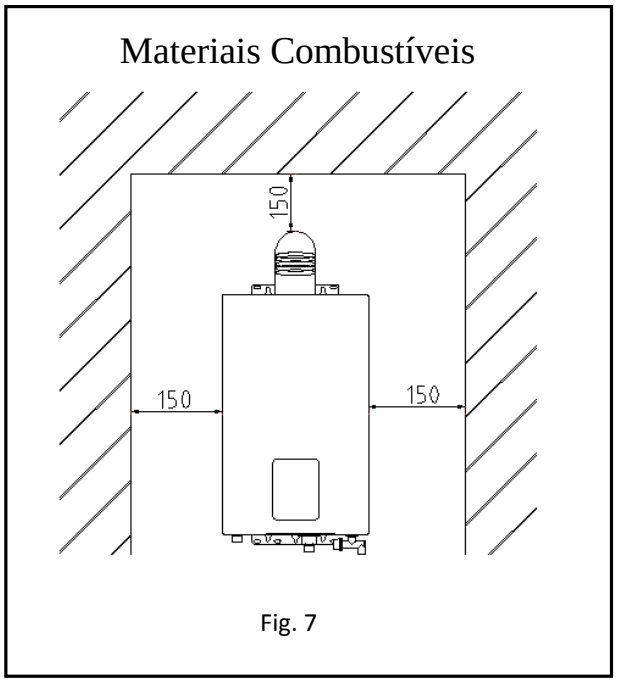

Fig. 7
• O aquecedor de água a gás deve ser mantido afastado de materiais combustíveis à distância mínima mostrada na Fig.7.
(4) A distância entre a conduta de evacuação e os materiais combustíveis deve ser superior a 150mm. Se a conduta de evacuação necessita de atravessar materiais combustíveis ou parede, é necessário usar material resistente ao calor para envolver a conduta de evacuação com uma espessura superior a 20mm.（Consultar a Fig. 7）
(5) Não deve haver cimento entre a conduta de evacuação e a parede, isto facilita a manutenção.
(6) A conduta de evacuação deve estar bem fixada. Na parte de conexão é possível usar folha de alumínio adesiva para evitar que o gás residual regresse ao ambiente interno.
(2) O comprimento da conduta de evacuação deve ser inferior a 3 m e o número de cotovelos não ser superior a 3 (um cotovelo para cada 1m de tubo reto).
(3) A distância entre a conduta de evacuação e os materiais combustíveis deve ser superior a 150mm. Se a conduta de evacuação necessita de atravessar materiais combustíveis ou parede, é necessário usar material resistente ao calor para envolver a conduta de evacuação com uma espessura superior a 20mm.（Consultar a Fig. 7）
(4) Não deve haver cimento entre a conduta de evacuação e a parede, isto facilita a manutenção.
(5) A conduta de evacuação deve estar bem fixada. Na parte de conexão é possível folha de alumínio adesiva para evitar que o gás residual regresse ao ambiente interno.